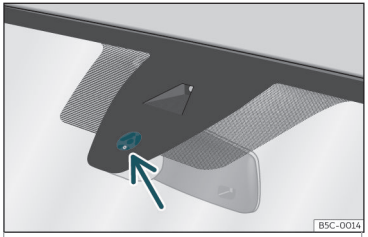

Fig. 96 Superficie sensibile del sensore pioggia.
Di seguito sono riportate alcune delle possibili cause di anomalia e di interpretazione scorretta *nella zona della superficie sensibile* ››› **fig. 96** del sensore pioggia:
- **Pulire regolarmente la superficie sensibile del sensore pioggia››› fig. 96 (freccia) e verificare la presenza di eventuali danni sulle spazzole.**